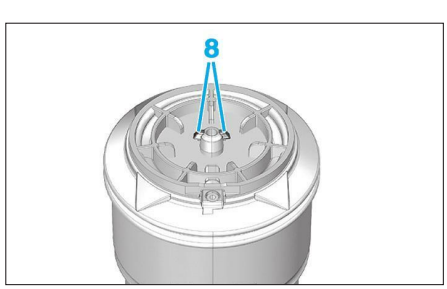

**Fig. 29**
*L'anneau (7) doit être caché par la membrane (6).*
*Contrôler l'état du boudin pneumatique (déformation, cloquage, entaille, déchirure°), la surface d'appui et la présence du circlips (8) **(Fig.29)***